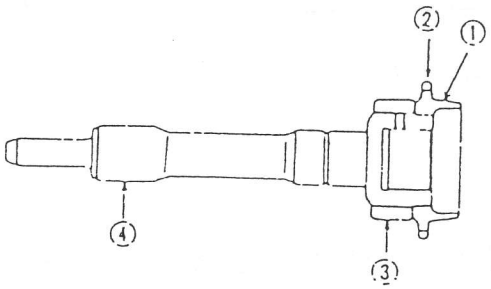

Fig. 13-34
Refiriéndose a la Fig. 13-34, inspeccione el cono (1) y el anillo dentado (2).